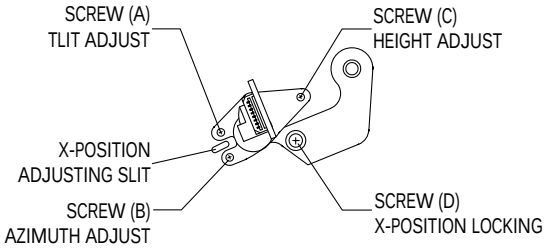

Fig. 2-3 Location of ACE Head Adjustment Screw
3) Turn screw (C) clockwise or counterclockwise until the gap of lower tape edge and the lower edge of the control head is about 0.25mm. (Refer to Fig. 2-3 and 2-4)
3) Adjust screw (B) to achieve maximum audio level. (See Fig. 2-3)